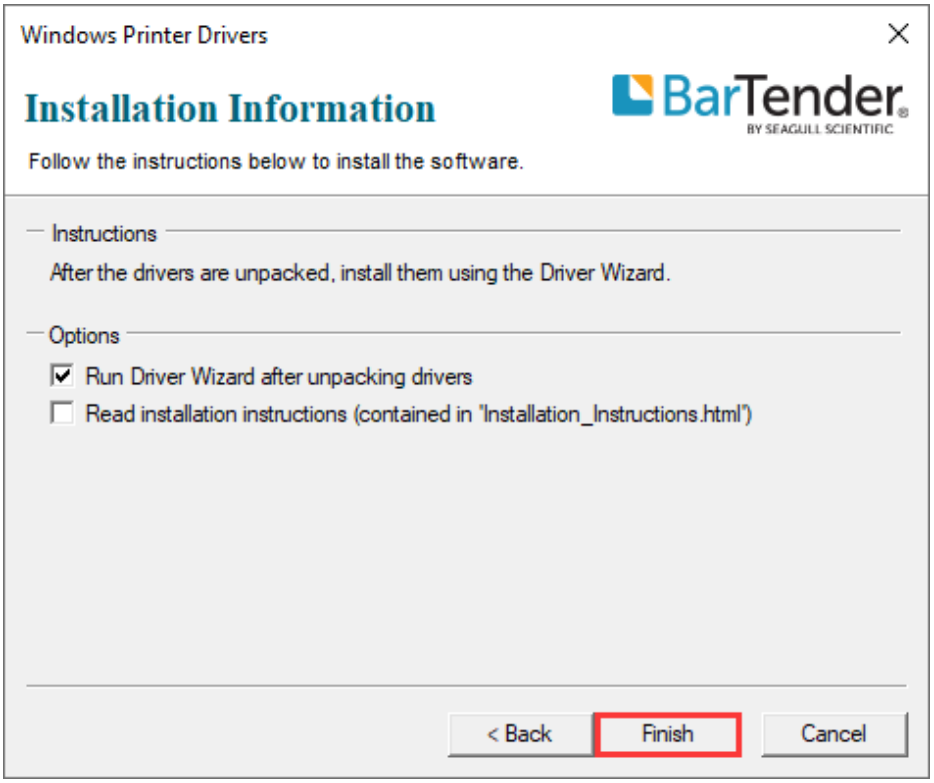

Figure 2-22 Installation Information Screen
5. On the "Installation Information" screen, check the box that says "Run Driver Wizard after unpacking drivers", then click "Finish", as shown in Figure 2-22.